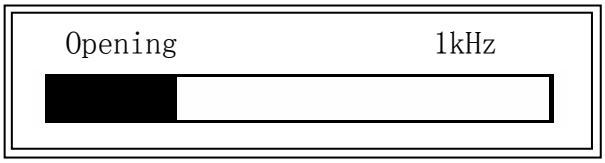

Figure 4-21. Open Correction Information
3) Press OpSWP. TH2816A will measure the open admittance (capacitance, and inductance) at all frequency points. Figure 4-21 shows the open correction information.